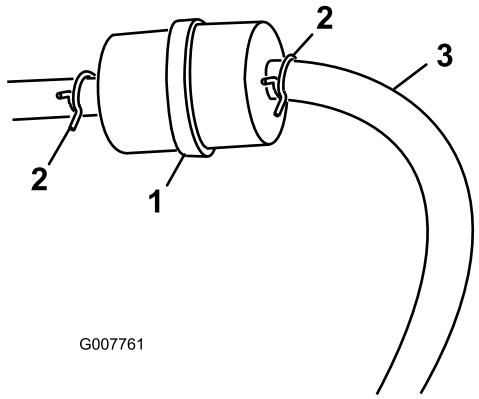

Figur 25
3. Klem slangeklemmernes ender sammen, og skub dem væk fra filteret (Figur 25).
5. Monter et nyt filter, og flyt slangeklemmerne hen til filteret (Figur 25).
3. Løsn slangeklemmen ved brændstoffilteret, og før den op ad brændstofrøret væk fra brændstoffilteret (Figur 25).
4. Træk brændstofrøret af brændstoffilteret (Figur 25).
Bemærk: Lad benzinen løbe ud i en benzindunk eller et aftapningskar (Figur 25).
5. Monter brændstofrøret på brændstoffilteret. Før slangeklemmen hen til brændstofventilen for at fastgøre brændstofrøret (Figur 25).